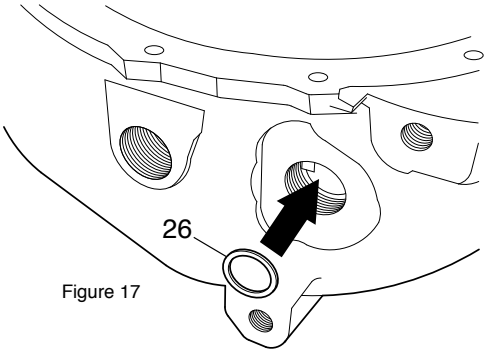
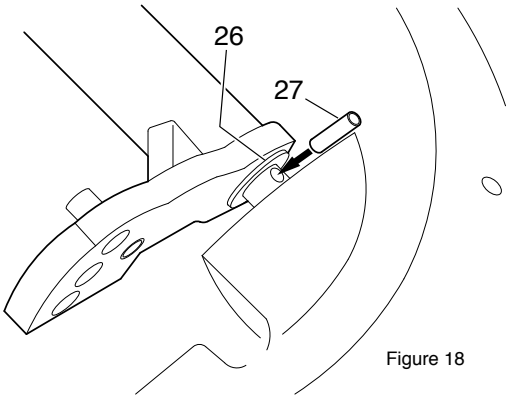

Figure 17
Figure 18
Insert the special washer #F4116949 (item 26) at the end of the direction shaft, as shown in figure 17. Then, insert the spring pin (item 27) in the hole of the direction shaft, between the housing and the fork, as shown in figure 18. The pin must stick out equally on both sides of the shaft.